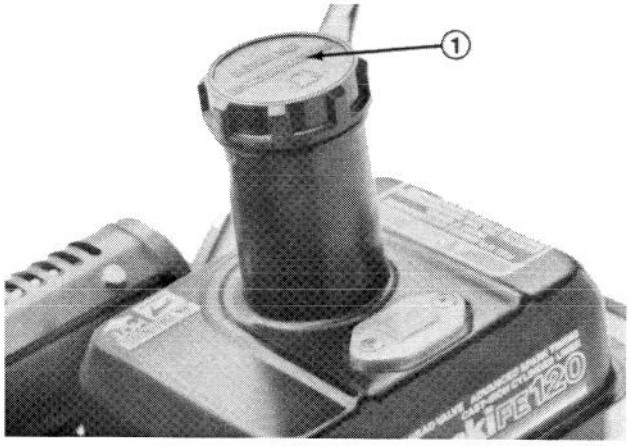

Fig. 2
1. Nettoyer la surface autour du bouchon du réservoir et enlever le bouchon (Fig. 2). Verser de l'essence sans plomb dans le réservoir jusqu'à la base du filtre. NE PAS TROP REMPLIR.